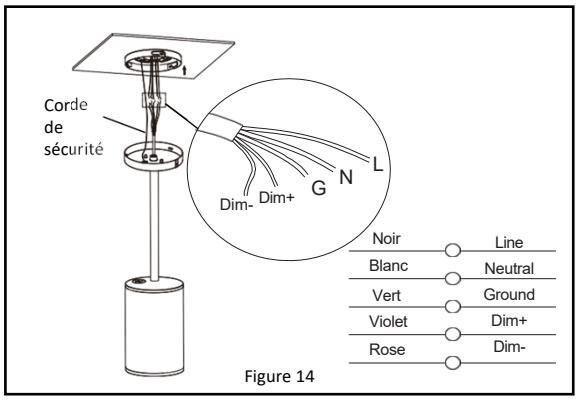

Figure 14
6. Faites les connexions de câblage conformément à la ***Figure 14.***